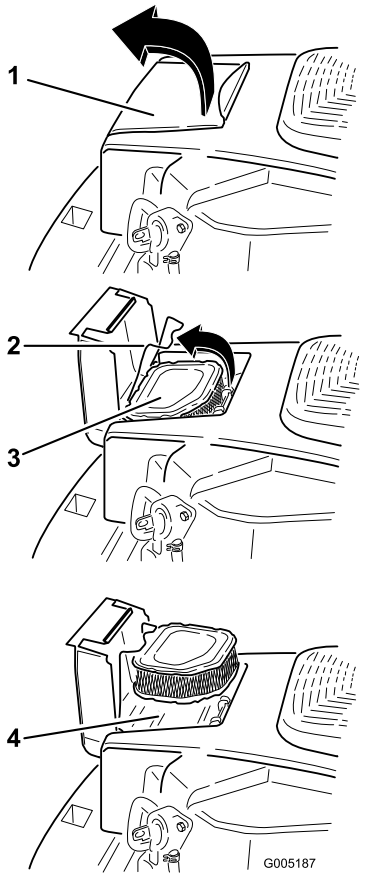

Figur 26
1. Åpne luftrenserdekseldøren på viftehuset for å få tilgang til luftrenserelementet (Figur 26).
2. Hekt løs låsen eller fjern luftrenserelementet (Figur 26).